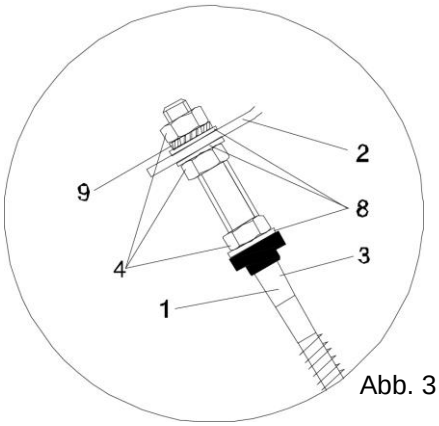

Abb. 3
2. Markieren Sie am Dach die untere Reihe mit Schlagschur und Wasserwaage und bestimmen Sie die Position der unteren Schrauben (1). Der Abstand zwischen den Schrauben richtet sich nach dem Sparrenabstand des Daches. Unbedingt darauf achten, dass die Stockschrauben immer am Wellenberg an eine feste Unterlage (Dachsparren) befestigt werden.
3. Bohren Sie ein Loch ø 14 mm für die Stockschraube (1) und Dichtung (3) in den Ziegel (Achtung immer in Wellenberg bohren), dann in den Sparren ein Loch ø 7 mm vorbohren (bei festen Unterlagen, wie z.B. Beton, werden Dübel und Bohrer ø 14 mm eingesetzt. Um die notwenige Festigkeit zu erzielen soll das Loch min. 120 mm tief sein damit auch die Schraube mit vollem Schaft (min. 110 mm) eingeschraubt werden kann.
4. Schrauben Sie die Stockschrauben (1) in die vorgebohrten Löcher, indem Sie 2 Muttern (4) gegenschrauben und als Schlüsselfläche verwenden. Nehmen Sie dann die Muttern wieder auseinander. Schieben Sie die Dichtung (3) und eine Scheibe (8) in das ø 14 Loch und schrauben Sie mit einer Mutter fest **(Nicht zu fest anziehen da sonst der Ziegel brechen kann)**. Dann montieren Sie die nächste Mutter (4) und Scheibe (8), die als Auflage der Adapterplatte dient (Abb. 3 und 4).